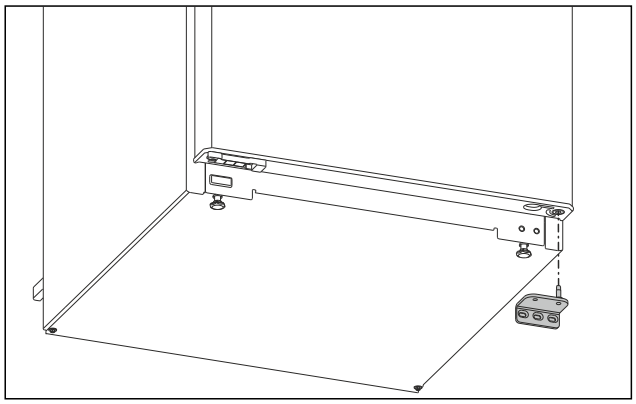

Fig. 5
- ▶ Noņemiet gultņa balstu virzienā uz leju. (skat. Fig. 5)